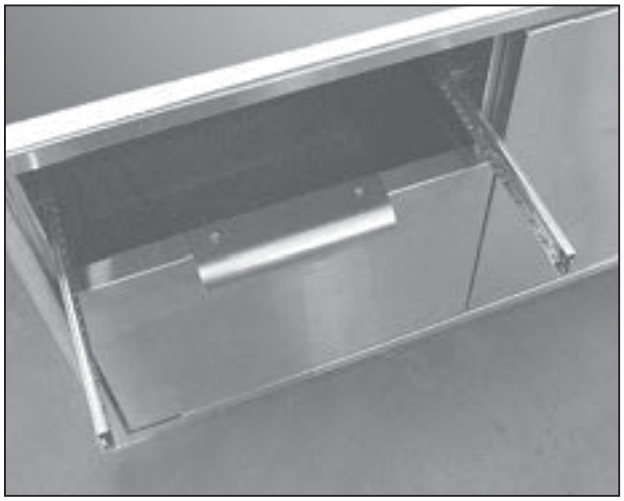

Fig. 10
1. Re-install the drawers by extending their guides as shown in Fig. 10.